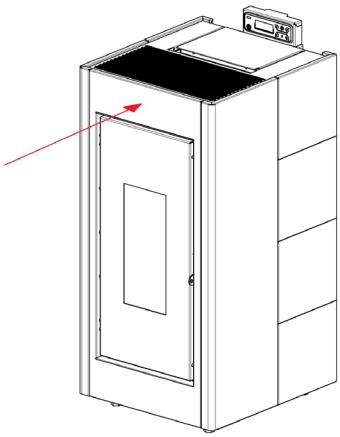

Fig. 31 - Die vordere Platte erneut positionieren
- Die vordere Platte erneut positionieren (siehe **Fig. 31 auf S. 20**).